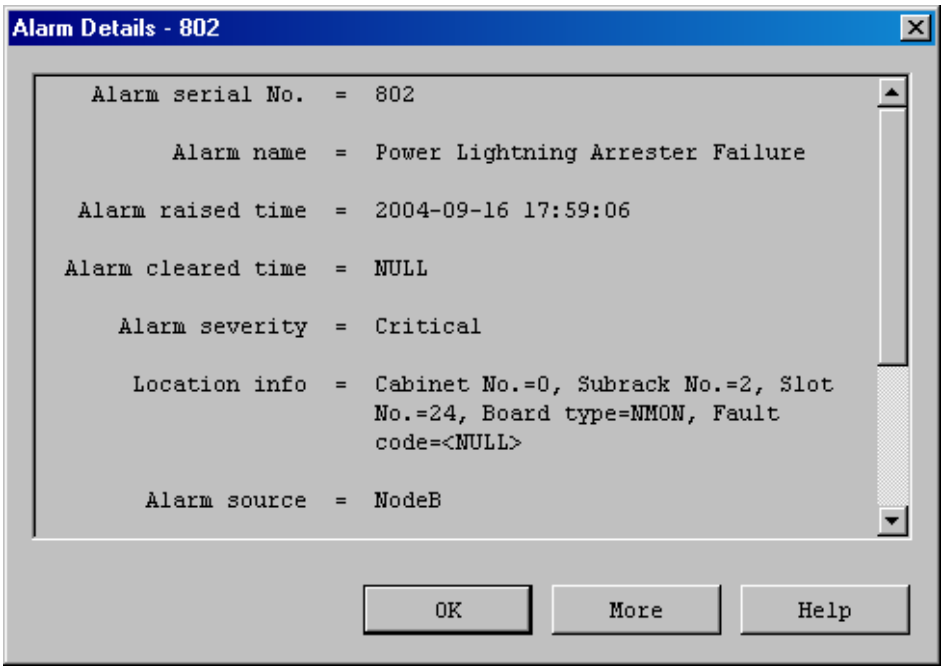

Figure 5-10 Alarm Details dialog box
2) The **Alarm Details** dialog box opens up as shown in Figure 5-10.
4) Double click an alarm record in an alarm browse window. The **Alarm Details** dialog box opens up as shown in Figure 5-10.